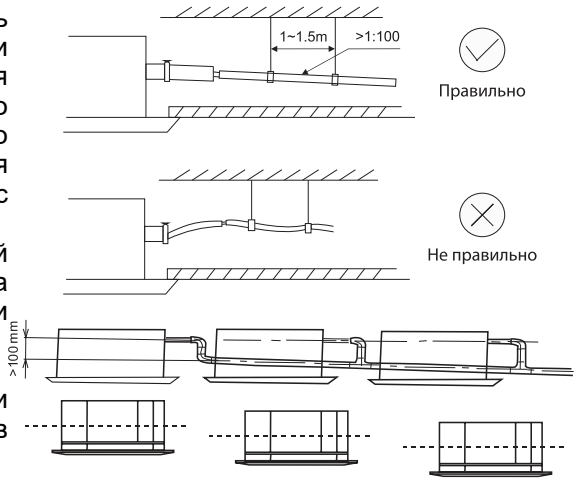

Рисунок 20 - Наклон дренажной трубки
• Дренажный трубопровод должен иметь уклон вниз не менее 1/100 (см. рис. 20).
• При сливе нескольких блоков в общую дренажную линию общий слив должен быть установлен на расстоянии около 100 мм ниже сливного отверстия каждого узла (см. рис. 20).